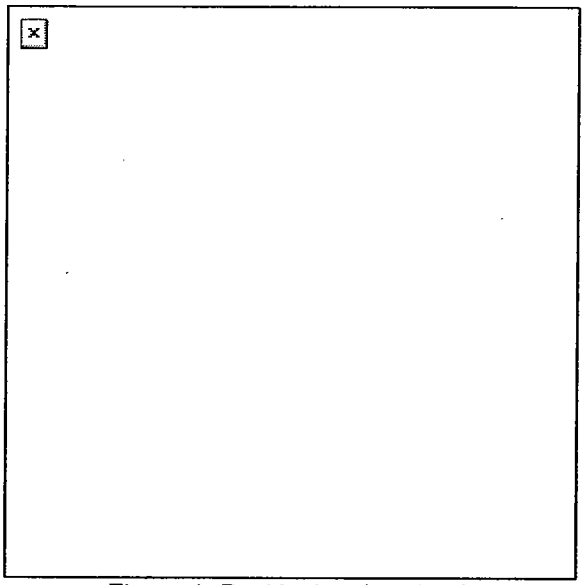

Figure 1. Positioning the tripod.
b. Open and lock the rear legs of the tripod in the open position (Figure 1).